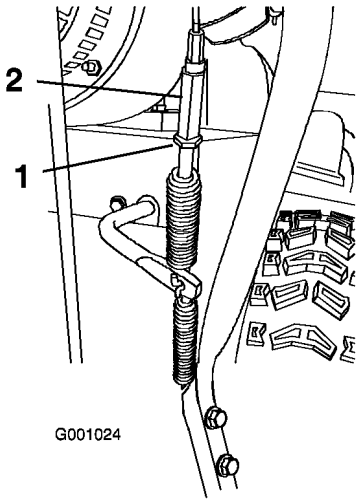

Figur 40
5. Løsne låsemutteren (Figur 40).
6. Løsne eller stram til spennmutteren som tilpasser kabelspenningen (Figur 40).